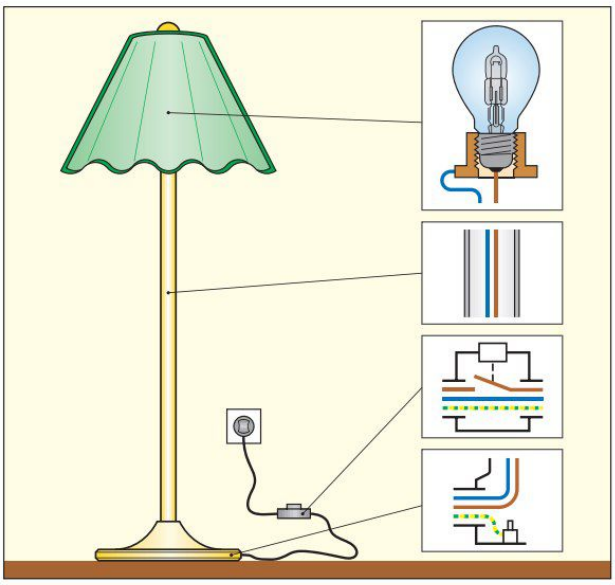

Bild 1: Fehlersuche an einer defekten Stehleuchte
In einer Elektrowerkstatt ist eine Stehleuchte zur Reparatur abgegeben worden. Die Stehleuchte **(Bild 1)** mit eingeschraubter Lampe leuchtet nicht mehr und soll auf mögliche Fehlerquellen untersucht werden.
1. Diskutieren Sie mit Ihrem Tischnachbarn über mögliche Fehlerursachen und listen Sie eventuelle Ursachen für das Nichtleuchten der Stehleuchte **(Bild 1)** auf.